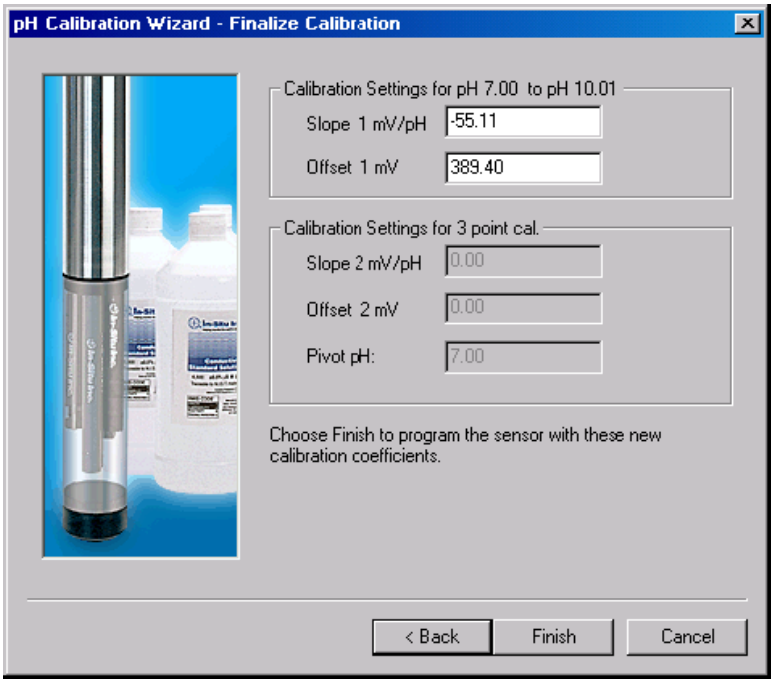

Figure 4. Calibration Steps 2.10.11
2.10.11 The final screen shows the sensor slope and offset calculated during the calibration process, refer to Figure 4. Record these values in the applicable Scientific Notebook or supplement to the Scientific Notebook. Select the **Finish** button as shown in Figure 4 to complete the calibration.